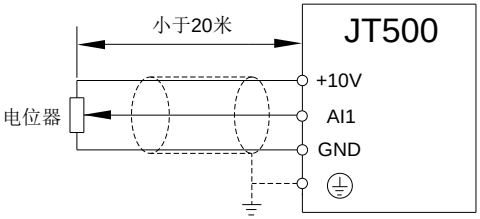
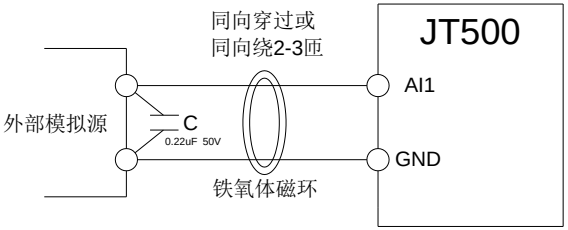

图 3-19 模拟量输入端子接线示意图
图 3-20 模拟量输入端子处理接线图
a) 模拟输入端子： 因微弱的模拟电压信号特别容易受到外部干扰，所以一般需要用屏蔽电缆，而且配线距离尽量短，不要超过 20m，如图 3-19。在某些模拟信号受到严重干扰的场合，模拟信号源侧需加滤波电容器或铁氧体磁环，如图 3-20。